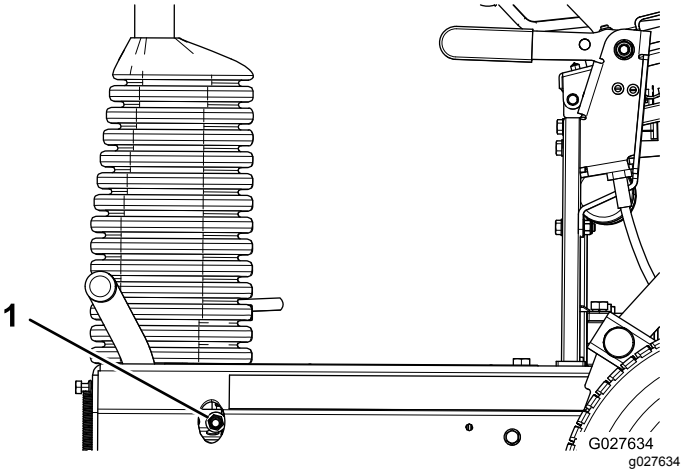

Figuur 37
- Om de remkracht te vermeerderen, moet u de borgmoer van de rem vaster draaien (Figuur 37).
- Om de remkracht te verminderen, moet u de borgmoer van de rem losser draaien (Figuur 37).